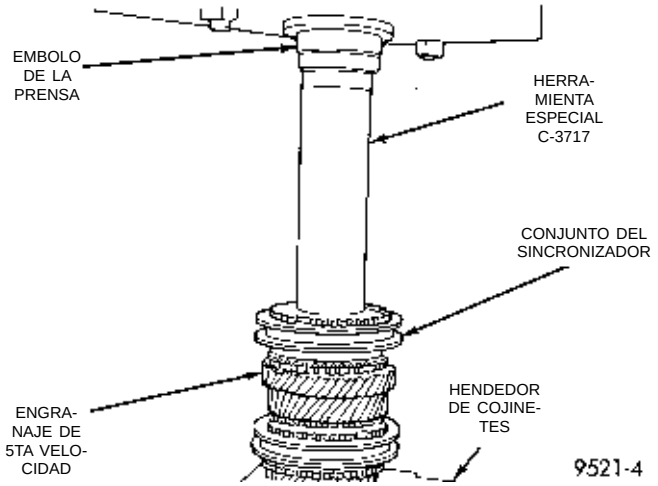

Fig. 95 Instalación del engranaje de 5ta velocidad
(11) Mediante la herramienta especial Nº C-3717, instale el engranaje y sincronizador de 5ta velocidad (Fig. 95). La maza del sincronizador de 5ta velocidad tiene la letra **S** estampada en la cara superior de la misma. Esta letra indica que la maza debe instalarse con la **S** hacia arriba.